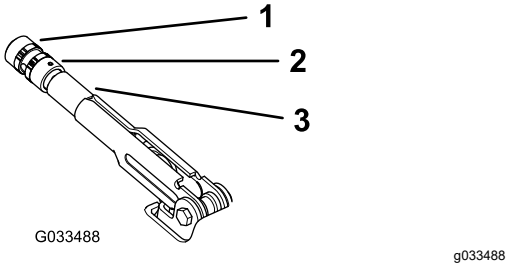

Figura 59
2. Afloje el tornillo de fijación que sujeta el pomo a la palanca del freno de estacionamiento (Figura 59).
3. Gire el pomo (Figura 59) hasta que se requiera una fuerza de 20–22 kg (45 – 50 libras) para accionar la palanca.
4. Apriete el tornillo de fijación cuando termine (Figura 59).